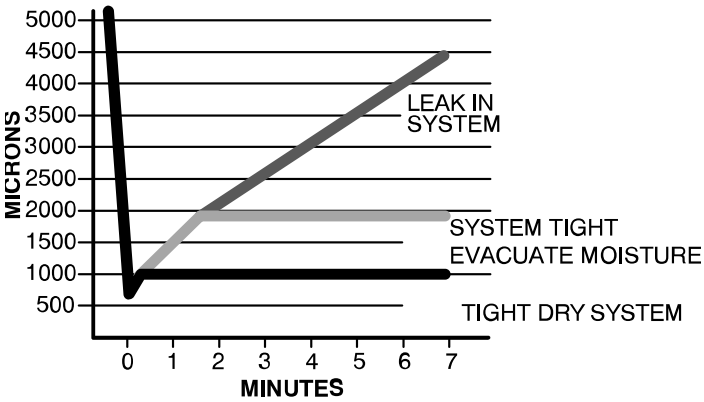

Fig. 24 —Deep Vacuum Graph
1. Completely tighten the flare nuts. Connect the manifold gage charge hose to a charge port of the low side service valve (see Fig. 24).
The deep vacuum method requires a vacuum pump capable of pulling a vacuum of 500 micron and a vacuum gauge capable of accurately measuring this vacuum depth. This method is the most positive way of assuring a system is free of air and moisture (see Figure 24).